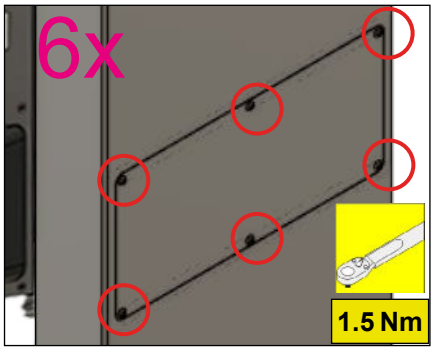

Abb. 74: Service-Deckel Standfuß
2. Anziehdrehmoment der Service-Klappe Standfuß überprüfen: siehe Abb. 74.